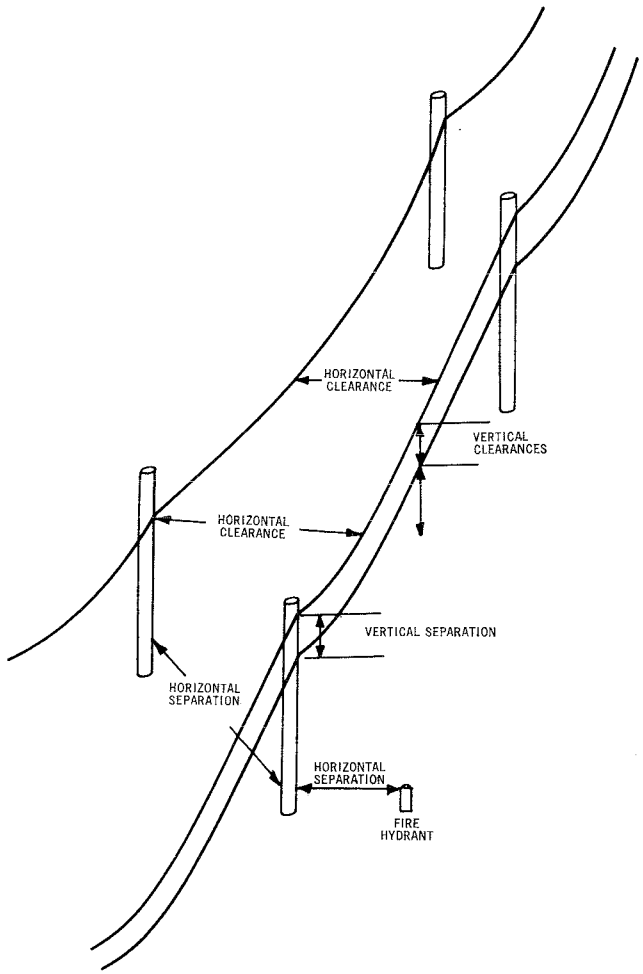

Fig. 1 — Illustration of Clearances and Separations
1.02 The term ***clearance*** as used in this section means the shortest distance existing between two objects, at least one of which is free to move, when there is no wind or ice. ***Separation*** is the shortest distance existing between two fixed objects (see Figure 1).